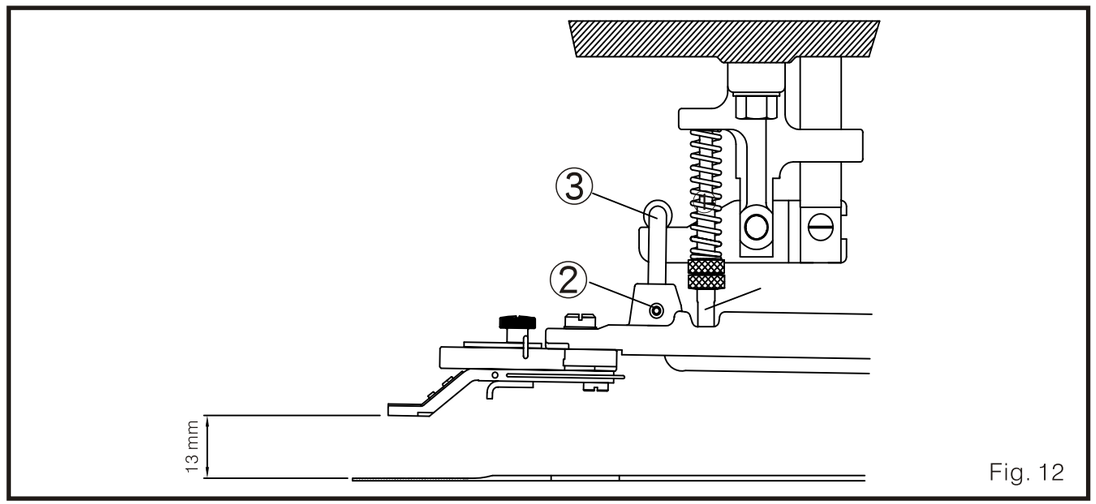

Fig. 12
6. La cantidad de ascenso del soporte del botón (para el tipo PK533-A) (Fig. 12) Medir desde la parte superior de la placa aguja, lo máximo de cantidad de ascenso del soporte del botón debe ser 13 mm. Ajustar el resorte de tensión del soporte del botón 1, afloje el tornillo 2, luego mueva la barra fija del soporte del botón 2 para ajustar la cantidad de ascenso del mismo.